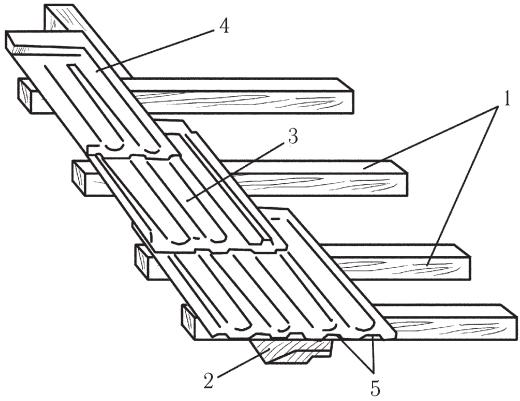

Рис. 100. Укладка пазовой штампованной черепицы:
3. В отличие от ленточной пазовая штампованная черепица снабжена и продольными, и поперечными пазами, что в результате дает прочное и плотное покрытие в обоих направлениях, при этом элементы укладываются в 1 слой (рис. 100).